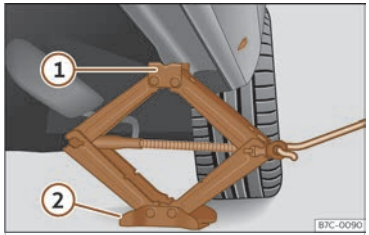

Fig. 197 Crossbar: mounting the jack on the vehicle.
- Turn the jack crank handle, located below the crossbar support point, to raise it until the tab (1) ››› **Fig. 197** is below the housing that is provided.
- Align the jack so that the tab (1) "grips" onto the housing provided on the cross member and the mobile base (2) is resting on the ground. The base plate (2) should fall vertically with respect to the support point (1).